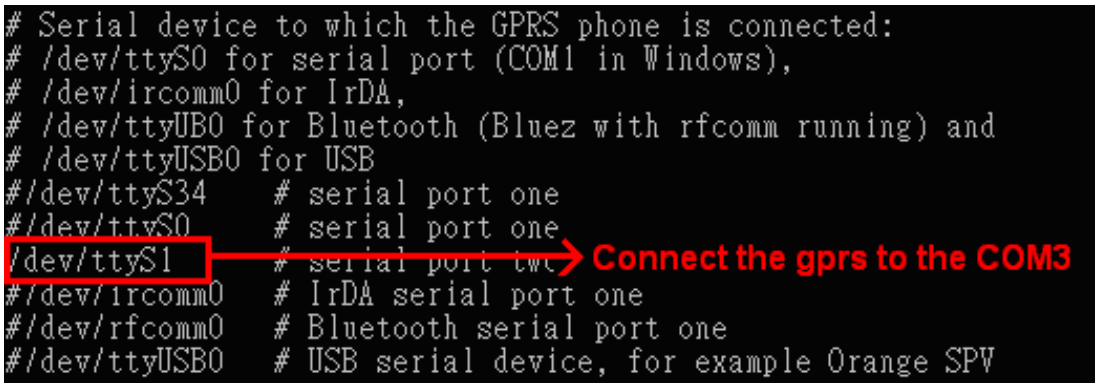

Fig. 10-33
(1) Open a **"Xterm windows"** by clicking the Start button and then clicking Xterm. At the Command Prompt, enter the command **"vi /etc/ppp/peers/wavecom"** to edit the file.
(2) Locate the statement "Serial device to which the GPRS phone is connected:", and add the device name for the COM port, as illustrated in Fig. 10-33.
(3) At the Command Prompt, enter the command "**:wq** " to save the changes and close the script.